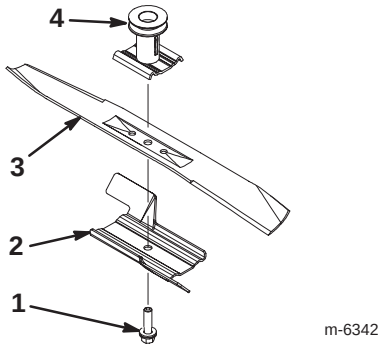

Figure 27
2. Nehmen Sie die Messerschraube, Sicherungsscheibe, das Gaspedal und das Messer ab (Bild 27).